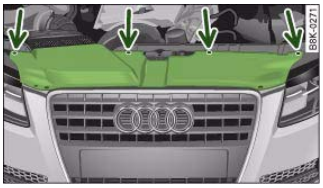

Fig. 258 Trim panel: Attachment points are marked by arrows
– Remove the screws ⇒ *page 278,* fig. 258 that secure the trim panel to the lock carrier and detach the trim panel.